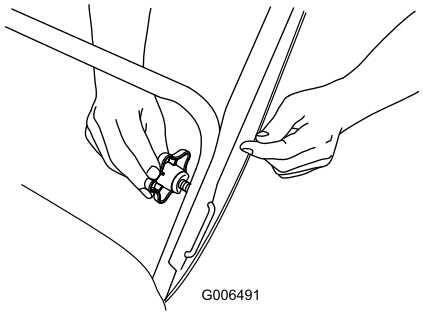

Figur 5
2. Før enden av den "U"-formede håndtakslåsen inn i det åpne hullet i håndtaket og stram håndtaksknottene til de sitter tett (Figur 5).